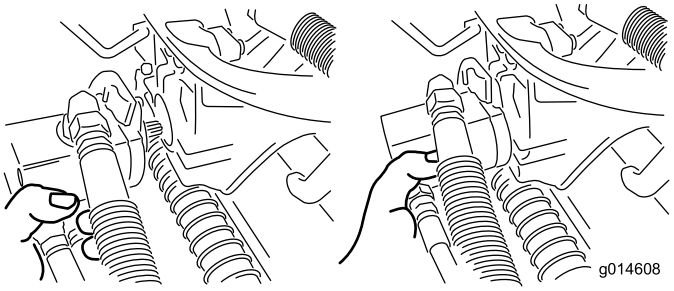

Figuur 34
3. Zet de motor in de opbergruimte op de voorkant van de ophangarm (Figuur 34).